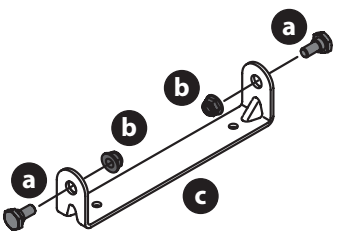

Figura 4
1. Extraiga los pernos con reborde (a) y las tuercas de seguridad (b) del soporte de montaje del asiento (c) incluidos en el paquete de elementos de ferretería (Figura 4).